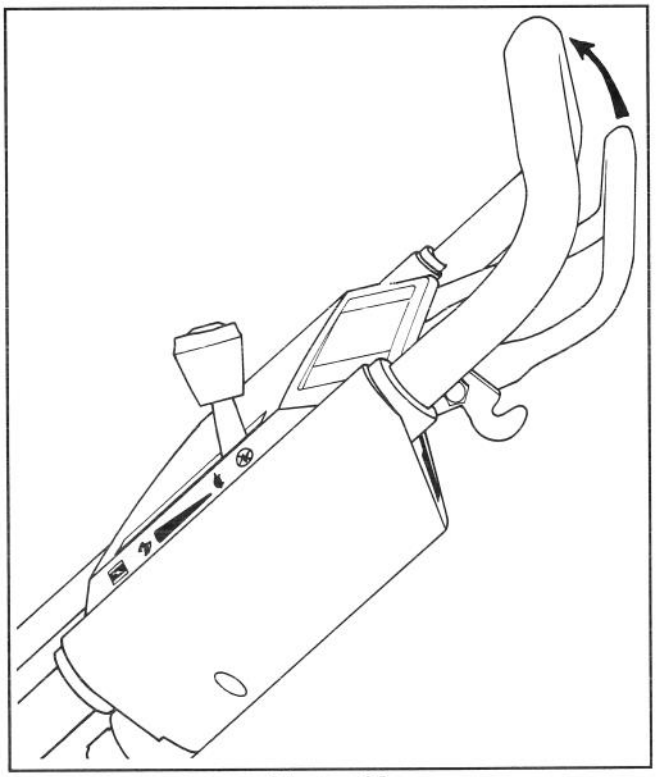

Figure 10
4. WHEEL TRACTION OPERATION (self–propelled model) (Fig. 10)—To self–propel the mower, squeeze the control bar against the handle. To stop the self–propel drive, release the control bar.